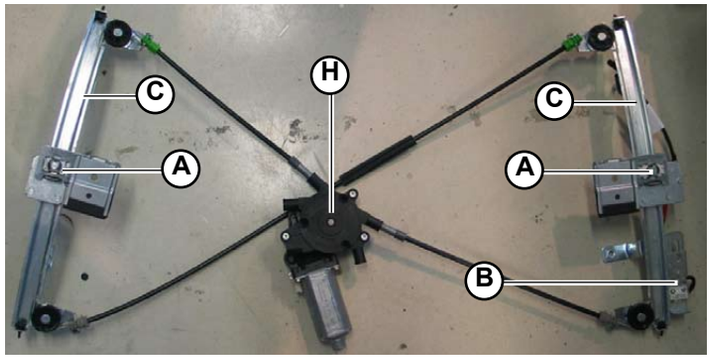
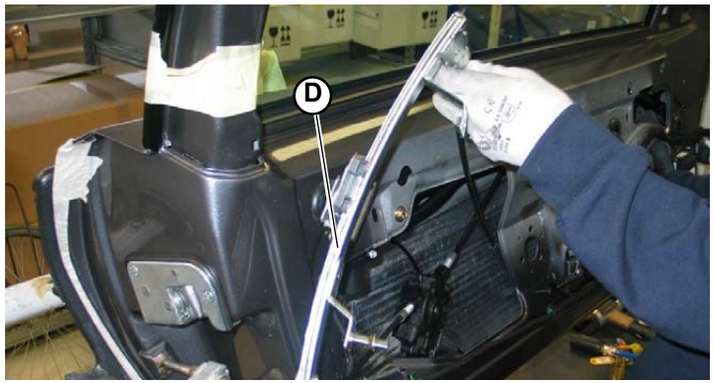

Fig.8
Fig.9
1. Before inserting the power window assembly inside the door, loosen the two buffer slides (**A-Fig.8**), loosen the limit microswitch (**B-Fig.9**) and then lubricate the guides (**C-Fig.8**) with vaseline.
2. Insert the power window assembly inside the door through the large housing (**D-Fig.9**).
6. Secure the power window motor (**H-Fig.8**) to the door using the 3 screws (**L-Fig.13**).